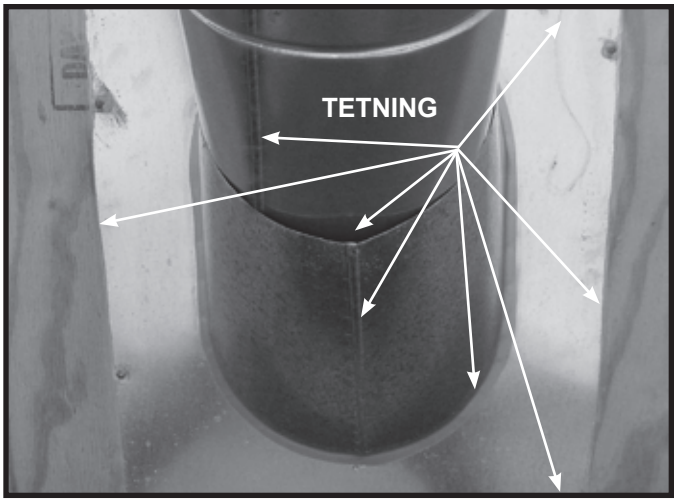

Fig. 10.20
- Gli tak-flashingen over rørseksjonene strukket gjennom taket som vist i Fig. 10.20.
- Tett omkring flashingen hvor den er ikontakt med takoverflaten. Se Fig. 10.20.